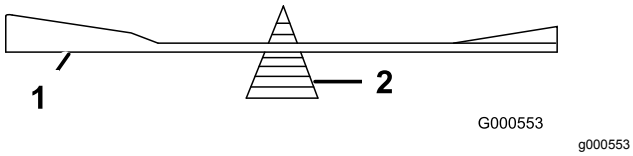

Figur 105
2. Kontroller knivens balance ved at placere den på en afbalanceringsenhed (Figur 105).